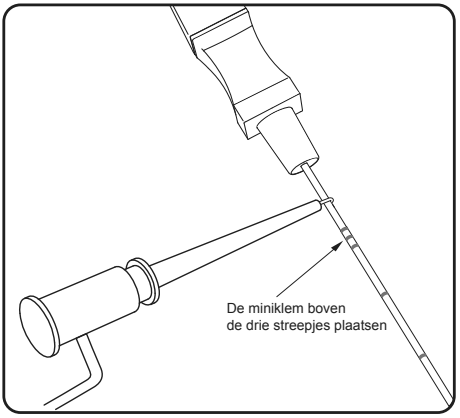

Afbeelding 6. De naaldteststimulatiekabel aansluiten op de foraminale naald
3. Bevestig het uiteinde met de klem van de naaldteststimulatiekabel aan het niet-geïsoleerde deel van de foraminale naald (net onder het aanzetstuk en boven de drie streepjes op de foraminale naald) (**afbeelding 6**).